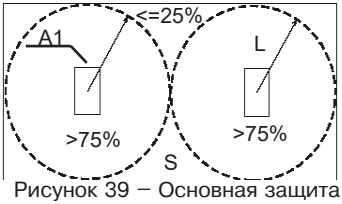

Рисунок 39 – Основная защита конструкции
- допускается использовать извещатель для организации либо основной (рисунок 39, площадь незащищенных участков не должна превышать 0,1 м^2), либо полной (рисунок 40) защиты охраняемой поверхности, в том числе – с охватом смежных конструкций (рисунок 8, L2=3/4L1);